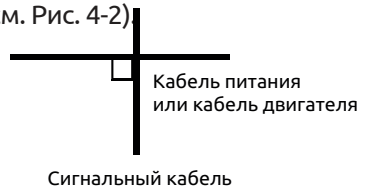

Рис. 4-2 Требования к электрическим подключениям
(5) Нельзя прокладывать силовой кабель (R, S, T, U, V, W) параллельно сигнальному кабелю, а также объединять их в жгуты. Расстояние между ними должно быть более 20~60 см (в зависимости от номинальной силы тока). Если их пересечение неизбежно, то оно должно образовывать угол, близкий к 90° (см. Рис. 4-2).